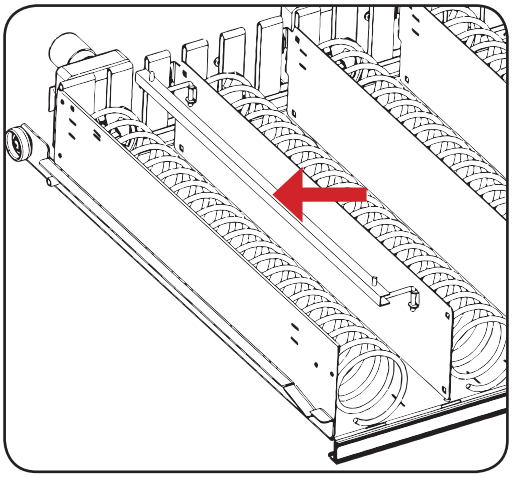

Figure 39 - Limiter
Note: when using narrow products the use of additional limiters is recommended (fig. 39).
3. Remove a screw (fig. 39, pos.1) from a guide that should be moved.
5. Install the guide to a new position by inserting it into the slot and by fixing the screws (fig. 39, pos. 1).